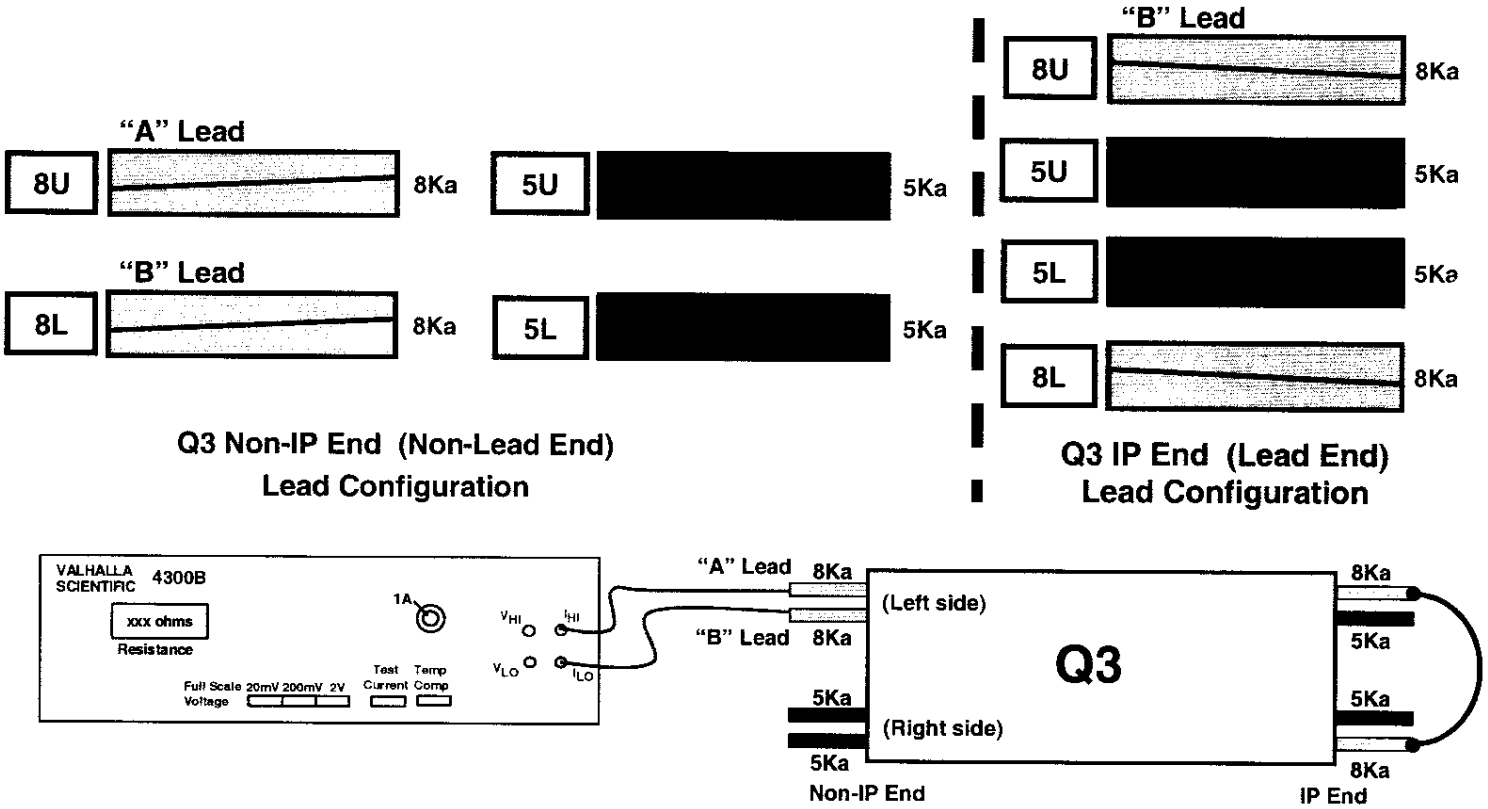

# Figure 23.1-A
6. Connect $I_{HI}$ to "A" Lead as shown in figure 23.1-A.
7. Connect $I_{LO}$ to "B" Lead as shown in figure 23.1-A.
11. At the IP End, jumper the 8Ka leads as shown in Figure 23.1-A.